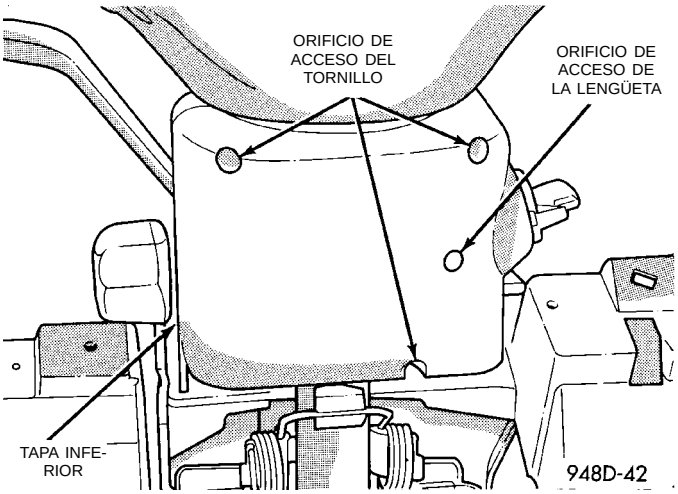

Fig. 41 Tapas de la columna de dirección
(1) Desconecte el cable negativo de la batería.
(2) Coloque el cilindro de la llave en la posición RUN. A través de un orificio situado en la tapa inferior, oprima la lengüeta de retención del cilindro de la cerradura y retire el cilindro de la llave (Fig. 41).